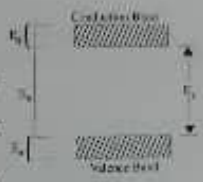

Fig. 51.22
3. energies of all levels in valence band are zero as shown in Fig. 51.22;
In Fig. 51.22, the zero-energy reference level has been arbitrarily taken at the top of valence band.